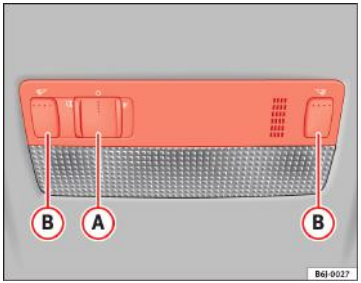

Fig. 62 Lampa de lectură din faţă
Apăsaţi butonul corespunzător (B) ⇒ fig. 62 pentru a aprinde lampa de lectură.